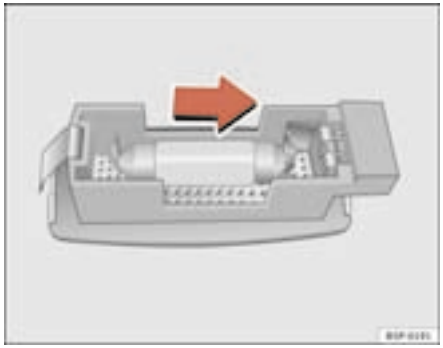

Fig. 197 Removing sunroof light
– Carefully remove the lamp, using the flat side of the screwdriver, as shown in the figure. ⇒ fig. 197.
– Remove the lamp, moving it in the direction of the arrow and outwards ⇒ fig. 197. ■